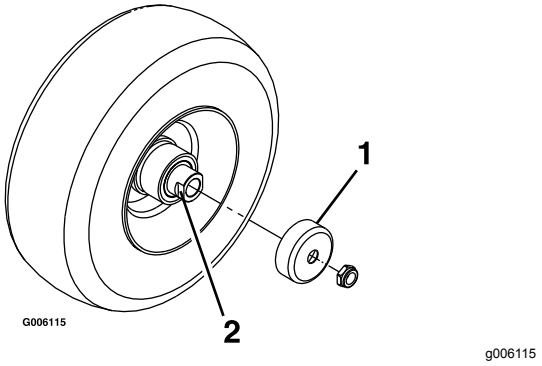

Figur 38
4. Ta bort skyddstätningarna från hjulnavet (Figur 38).